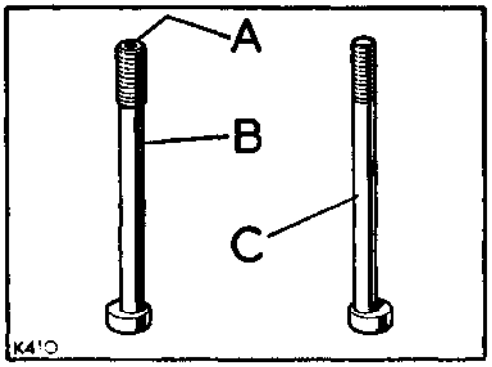

**Fig. A1-135. Identification of connecting rod bolts**
14. Fit the appropriate bearing shells to the connecting rod caps, ensure that the upper and lower shells are correctly located by their tongues and fit the caps to the appropriate connecting rods. Use new fixing nuts and tighten the fixings to 35 lb ft (4,9 mkg) for bolts with machined threads and 25 lb ft (3,5 mkg) for bolts with rolled threads, referring to Fig. A1-135 for identification.